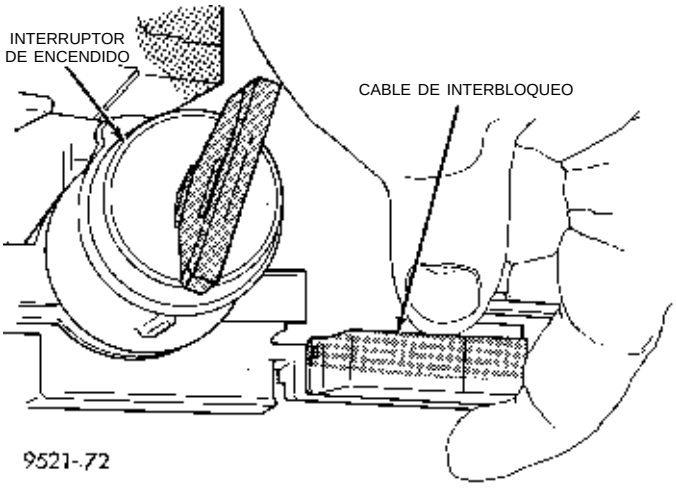

Fig. 27 Cable de interbloqueo en su cubierta
(2) Instale el interruptor de encendido en su alojamiento. Gire el interruptor de encendido a la posición RUN.
(3) Instale el cable de interbloqueo dentro de la cubierta del cable en la columna de dirección (Fig. 27). Verifique que el cable encaje dentro de la cubierta.
(4) Instale el cable de interbloqueo en el collarín de guía localizado dentro del mazo de cableado.
(5) Encamine el cable de interbloqueo hacia la consola.
(6) Instale el extremo del núcleo del cable en la leva de plástico del mecanismo del cambiador. Encaje a presión la conexión del extremo del cable de interbloqueo de cambiador/encendido en la escotadura del mecanismo del cambio de marchas.
(7) Ajuste el sistema de interbloqueo de cambiador/encendido. Consulte Ajuste del sistema de interbloqueo, en esta sección.
(8) Lleve a cabo la comprobación del funcionamiento del sistema de interbloqueo de cambiador/encendido, según se describe al comienzo de esta sección.